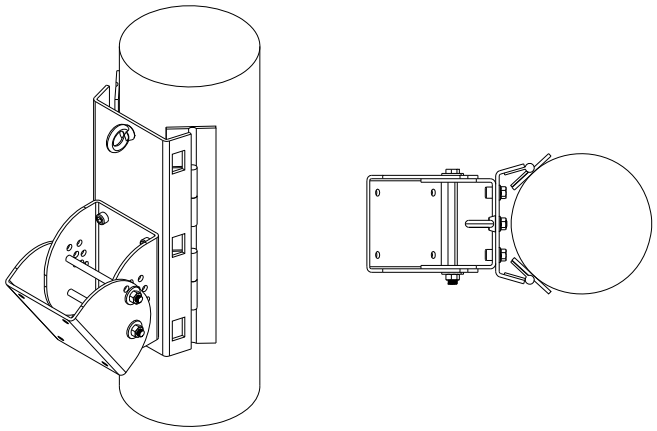
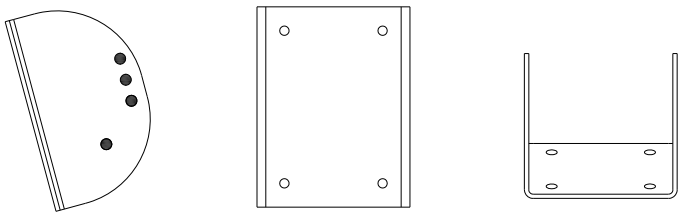

Figure 1.
Figure 2.
The Pole Mount System consists of three parts: the pole bracket, the loudspeaker bracket, and the Safety Link. The pole bracket is shown in Figure 1. The bracket shown in figure 1 is designed for pole diameters of 8 inches (203.2mm) to 20 inches (508mm). The unique “self adjusting” hinge design of the pole mount will adjust to this specified range of pole diameters. Pole diameters smaller than 8 inches must not be used.
Figure 1 represents the isometric and top views of the pole bracket, including the loudspeaker bracket section. The loudspeaker bracket is shown seperately in Figure 2.
1. Mount the pole mount section (see figure 1) of the bracket to the pole at the desired height on the pole. The bracket is mounted to the pole using BAND-IT stainless steel bands. DO NOT SUSTITUTE bands of other material or other widths! There are three locations on the pole bracket for bands. ALL THREE LOCATIONS MUST BE USED. Figure 4 illustrates the locations for the stainless steel band clamps.